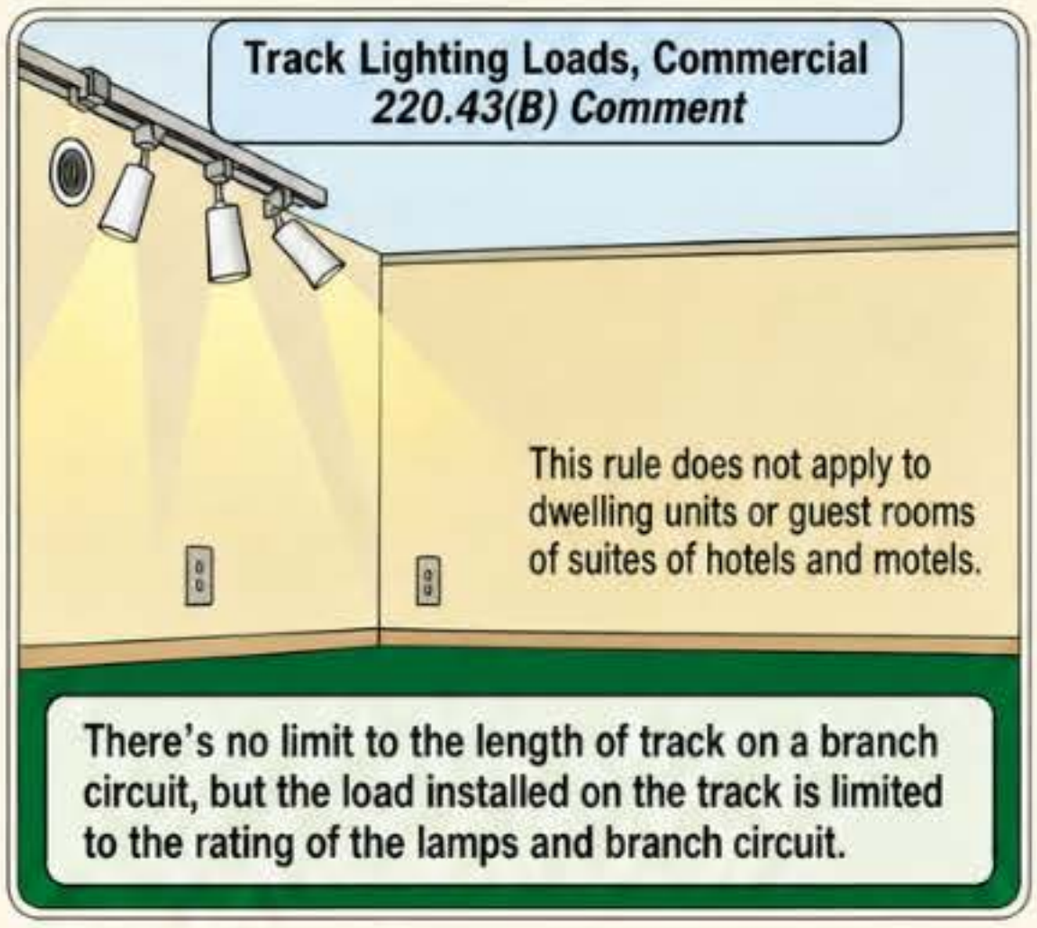

Figure 220–22
▶ Figure 220–21 and ▶ Figure 220–22
▶ Figure 220–21